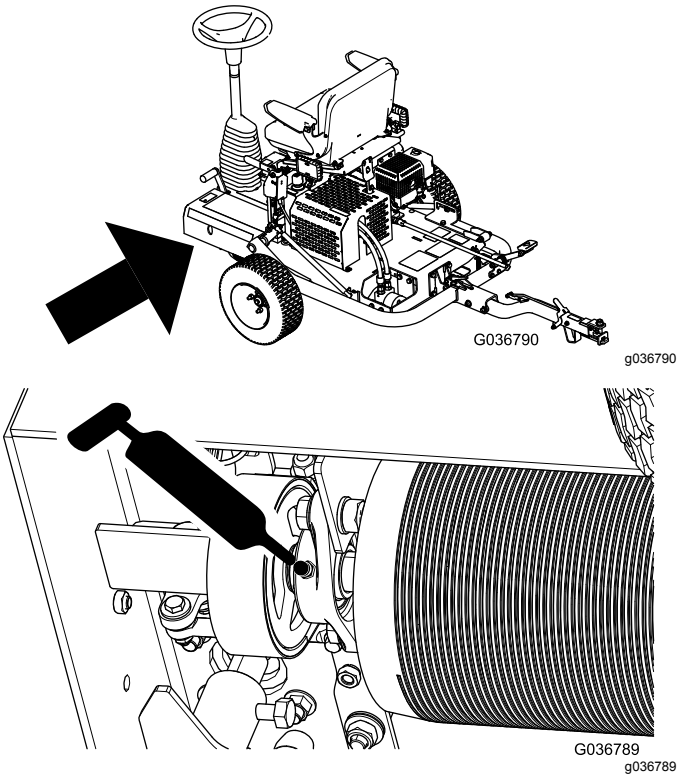

Figuur 25
3. Pomp smeervet in de smeernippel zoals getoond in Figuur 25.